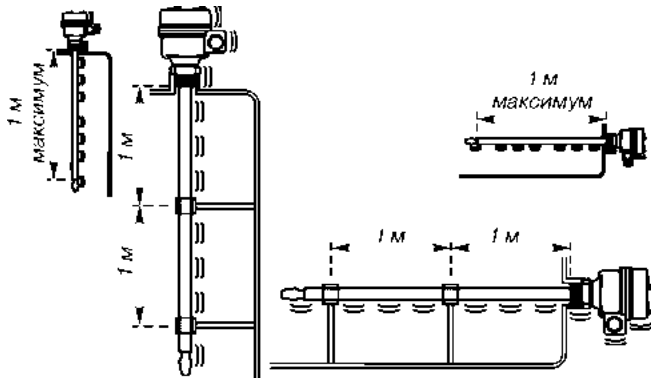

Рис.5. Укрепление вилки сигнализатора при наличии сильных изгибающих нагрузок.
- Избегайте вибрации вилки, имеющей большую длину, посредством ее укрепления (см.рис.5).